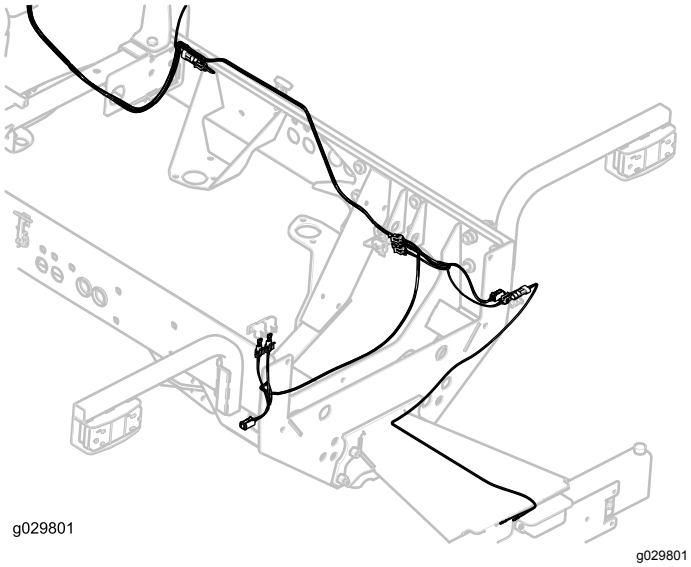

Figur 31
22. Før ledningsnettet til nummerpladens lygte, og slut ledningsnetkonnektoren til lygtekonnektoren (Figur 31).